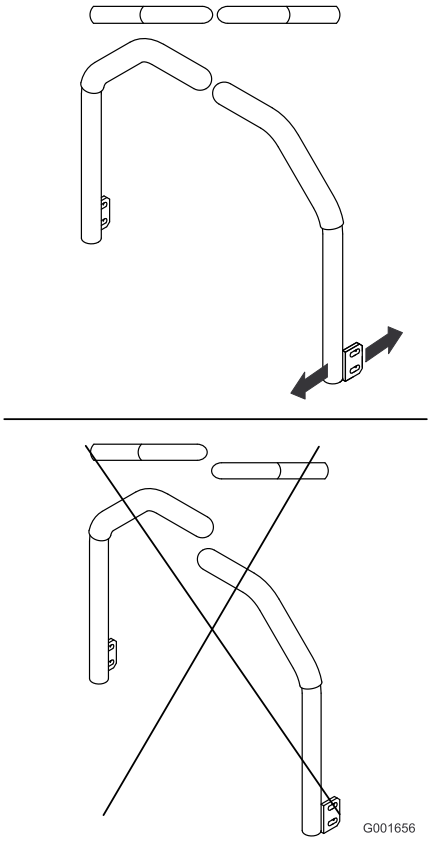

Figuur 67
5. Stel de rijhendels zodanig af dat ze in een lijn staan (Figuur 67) en draai de bouten vast waarmee de rijhendels worden bevestigd aan de steunen.